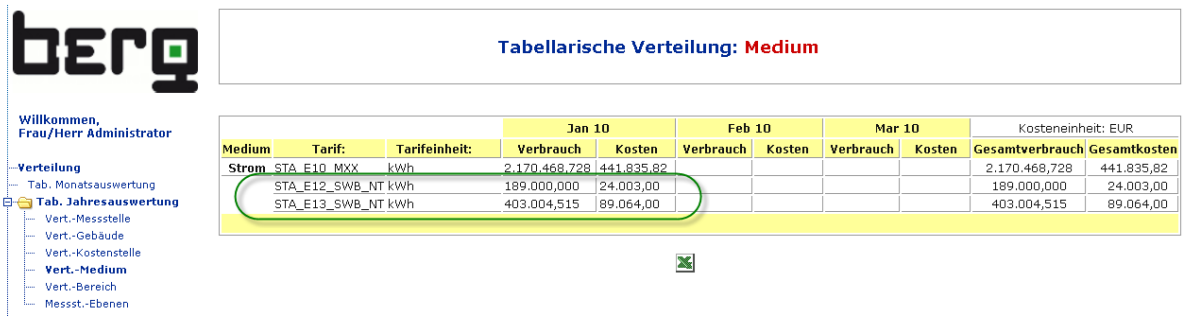

Abbildung 133: Expense-Auswertung mit Tarif-Zeitplan (Tab. Vert. Jahresauswertung)
- Vert. Medium (...verteilten Medien) (Beispiel siehe Abbildung 133)